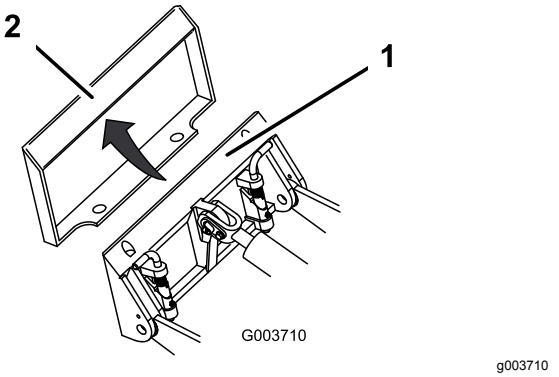

**Rysunek 32**
4. Umieść płytę montażową na górnej krawędzi płyty odbiornika osprzętu (Rysunek 32).